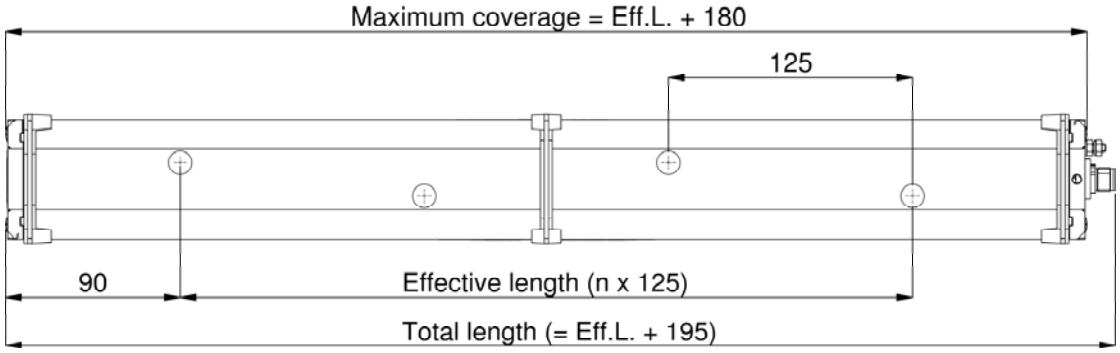

Afbeelding 3: Thunder*ION* met ≥ 4 emitters
1. Monteer de ionisatiestaaf met behulp van de meegeleverde montagematerialen (zie afb. 3, 4, 5 en 6).